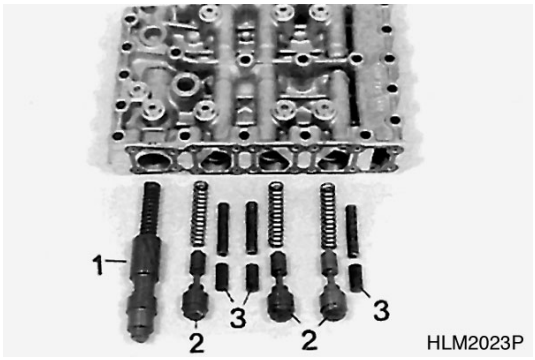

Figure 96
A. Figure 96, shows the following components:
B. Install components according to Figure 96.